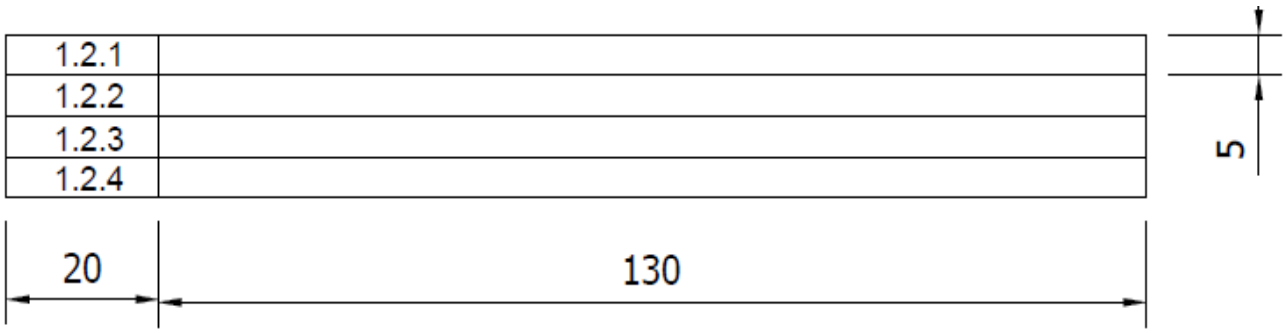

FIGURE 1 (1)
1.1 Draw, full size, the answer block shown in FIGURE 1 on the drawing sheet.